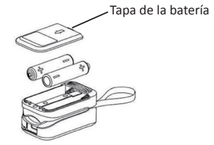

Figura 3: Instalación de la batería
2. Retire la tapa de la batería y tire de la batería hacia abajo, hacia la parte inferior del OXÍMETRO DE PULSO. Ver Figura 3.
3. Inserte dos baterías de tamaño AAA. Verifique que los polos positivo y negativo estén orientados de forma adecuada, tal como se indica en la Figura 3.